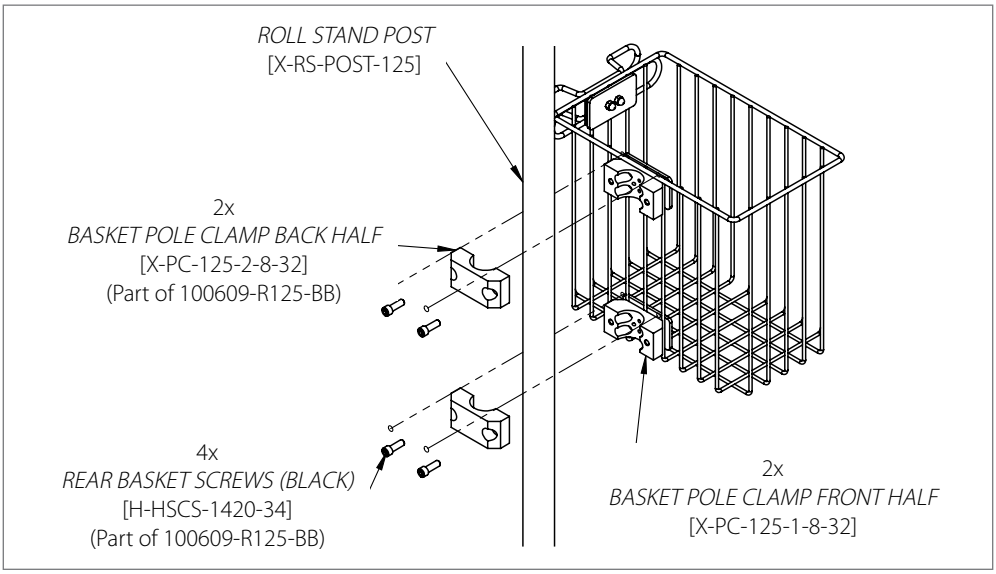

Figure 1
1. Remove the *BASKET POLE CLAMP FRONT HALF* from the *BASKET POLE CLAMP BACK HALF* by unscrewing the four *REAR BASKET SCREWS* (BLACK), using a 1/2" (1.27 cm) Socket wrench. **(Figure 1)**
2. Once at desired height (typically 2" [5.08 cm] below the *ROLL STAND BASKET*), place the *ROLL STAND POST* between the front and back clamp halves and replace the screws using a 3/16" (47.6 mm) Hex key in a cross pattern. **(Figures 1 and 3)**